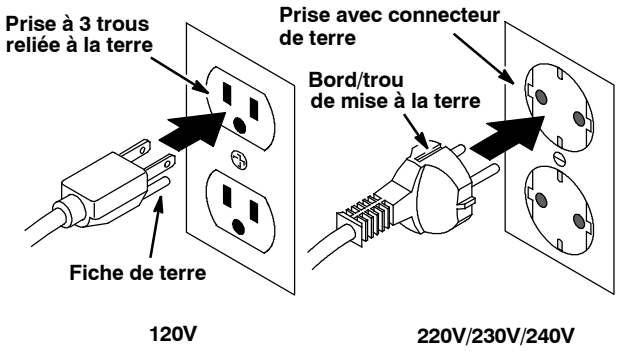

FIG. 2
1. Branchez le cordon d'alimentation sur une prise murale mise à la terre (Figure 2).